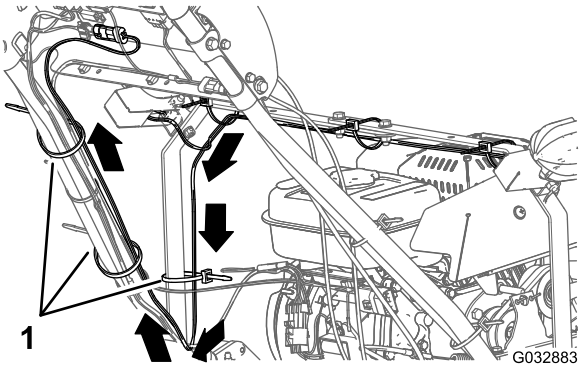

Figura 13
1. Enrute el arnés de cables del kit de luces LED por el soporte izquierdo de la barra de luces y hasta el tubo izquierdo del manillar (Figura 13).
2. Enrute el arnés de cables hacia arriba por el tubo izquierdo del manillar al panel de control (Figura 13).
3. Sujete el arnés de cables al soporte izquierdo de la barra de luces y al tubo del manillar con 3 bridas, según se muestra en Figura 13.